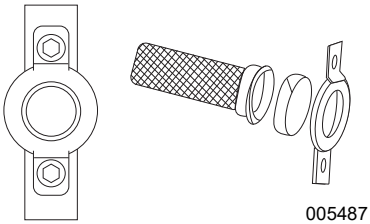

***Figure 4-6. Écran du pare-étincelles***
1. Se reporter à la *Figure 4-6*. Retirez la bride afin de pouvoir retirer la bague d'arrêt.